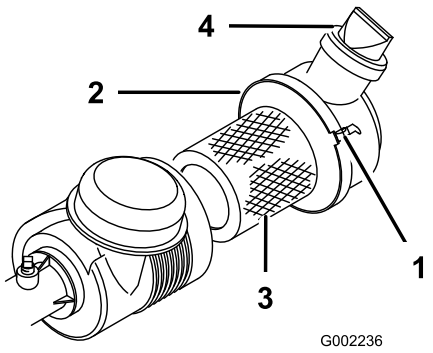

Figur 38
Kontroller luftfilterhuset for beskadigelser, som kan medføre en luftlækage. Sørg for, at støvhætten er tæt forseglet på luftfilteret. Udskift et beskadiget luftfilterhus. Tryk på ventilen (Figur 38) før hver brug for at rengøre den for støv og snavs. Efterse luftfilteret hver 100. time.
3. Løsn den luftfilterbøjle, som holder luftfilterdækslet til luftfilterhuset (Figur 38) og holder dækslet adskilt fra huset.
7. Fastgør med bøjlerne (Figur 38).
4. Monter dækslet med ventilen pegende nedad, og fastgør bøjlerne (Figur 38).